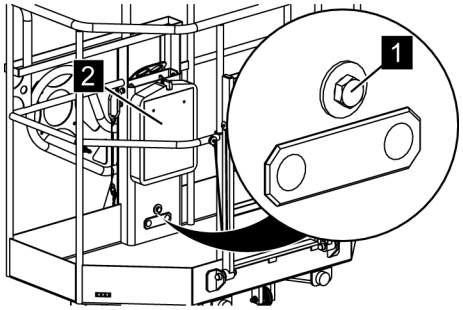

Fig. 79: Mounting screw working basket
12. *Use open-ended wrench to tighten mounting screw (*Fig. 79*/1).*
14. *Return the open-ended wrench to the document box (*Fig. 79*/2).*